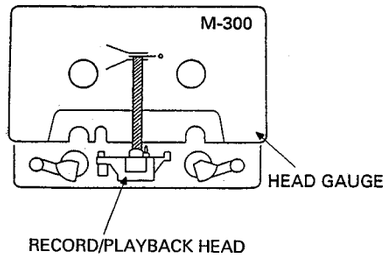

Fig. 2
b) Set the unit in the playback mode and place the adjustment chip on the head gauge as shown in the Fig. 2.